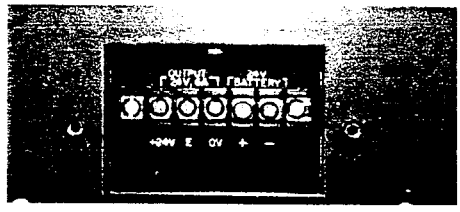

FIGURE 9—EPSA TERMINALS
02.12 Remove the terminal strip cover from the OUTPUT/24V, 8A-24V/BATTERY terminals (Figure 9).